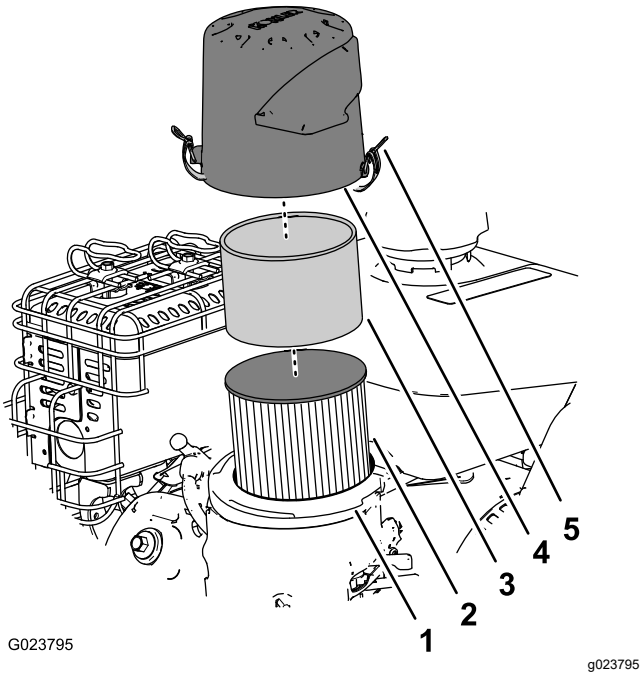

Figure 25
2. Déposez le couvercle et nettoyez-le soigneusement (Figure 25).
3. Retirez le préfiltre en mousse et lavez-le à l'eau additionnée de détergent doux ; séchez-le ensuite en le pressant légèrement dans un chiffon (Figure 25).
4. Enlevez et examinez l'élément filtrant en papier (Figure 25) et mettez-le au rebut s'il est excessivement encrassé.
6. Placez le préfiltre en mousse sur l'élément en papier (Figure 25).
7. Montez le filtre à air sur sa base (Figure 25).